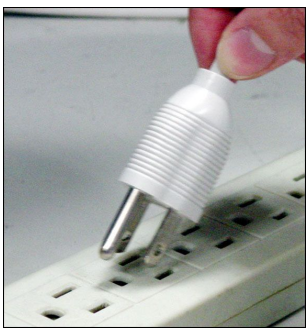
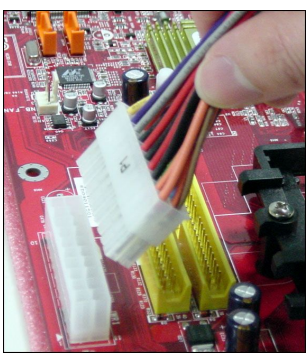
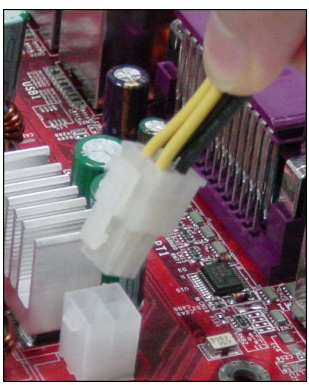

Figure 1:
Figure 2:
Figure 3:
2. Whenever CPU is not installed, always protect your CPU socket pin with the plastic cap covered (shown in Figure 1) to avoid damaging.
Unplug the AC power cable (shown in figure 1) or unplug the power connectors (shown in figure 2 & figure 3) before the 1st installation or during system upgrade procedure.